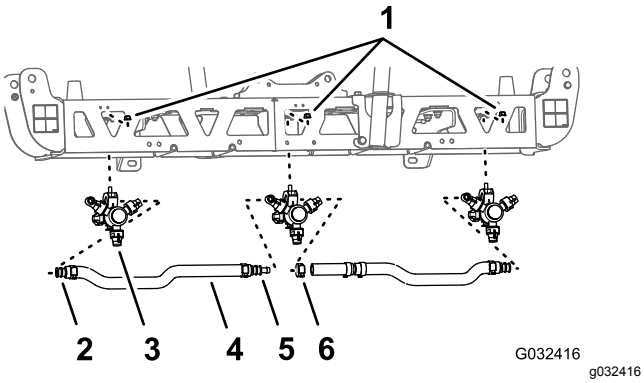
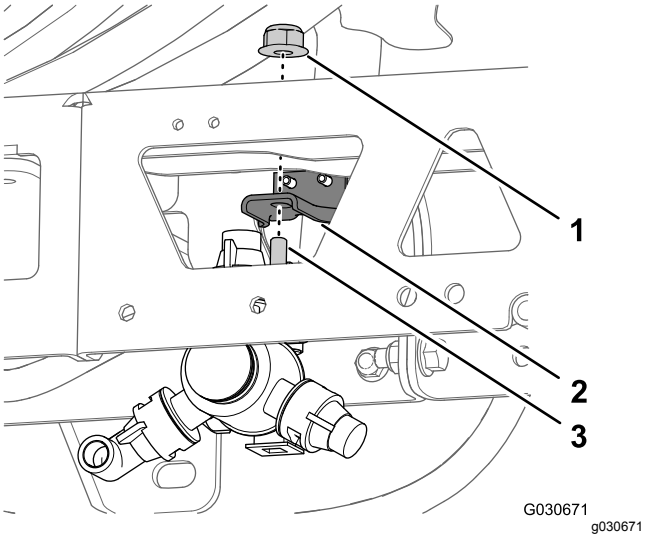

Figuur 46
Figuur 47
1. Verwijder aan de middelste spuitboom de flensborgmoer waarmee de spuitdop van de spuitmachine bevestigd is aan de spuitdopbevestiging (Figuur 46 en Figuur 47).
3. Verwijder de spuitdop van de middelste spuitboom (Figuur 46 en Figuur 47).
5. Verwijder de slangen (binnendiameter van 3/4 inch), de stelen met slangpilaar, de klemmen en de T-slangpilaar van de middelste spuitboom (Figuur 46).